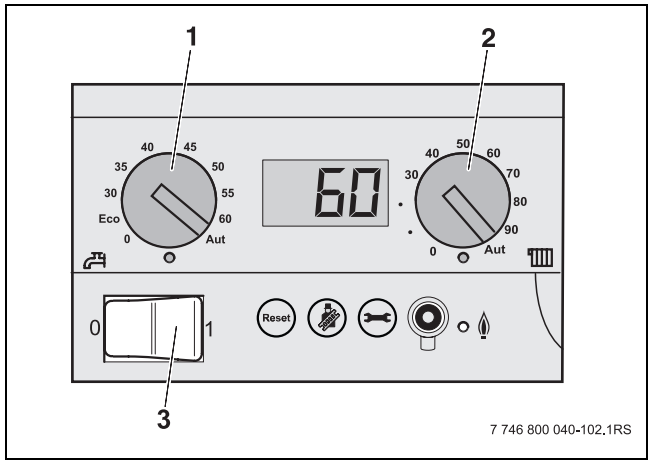

Bild 8 Bedienfeld Basiscontroller
- Betriebsschalter (→ Bild 8, [3], Seite 11) am Bedienfeld auf „1“ (Ein) stellen.